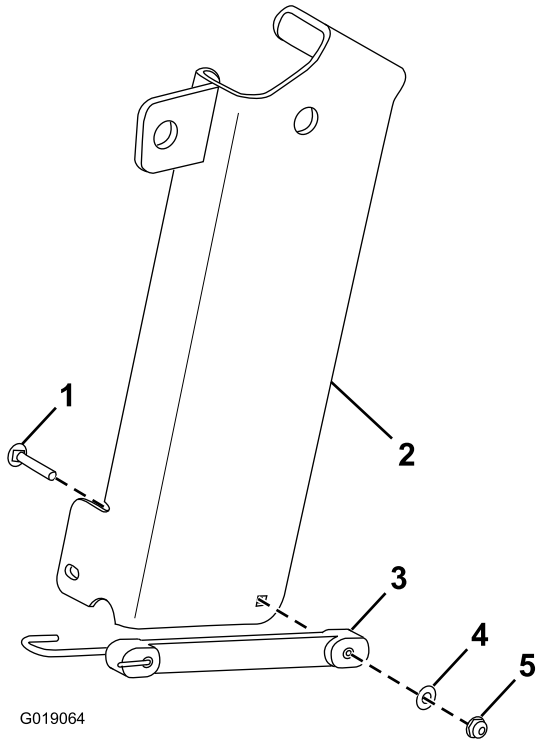

Figur 1
1. Fest bungee-en til jekklagringsbraketten med en låseskrue, en flat skive og en sekskantmutter med flens (Figur 1).